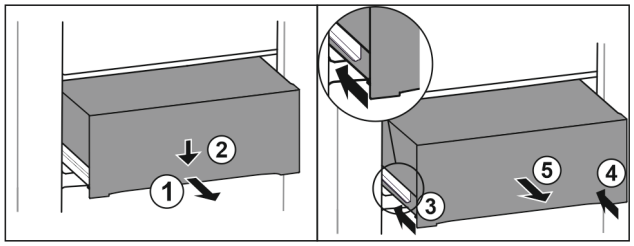

Fig. 196
▶ Extrageți pe jumătate sertarul. *Fig. 196 (1)*
▶ Apăsați în jos sertarul pe partea frontală. *Fig. 196 (2)*
▶ Inserați șina stângă aproximativ 2 cm. *Fig. 196 (3)*
▶ Inserați șina dreaptă aproximativ 2 cm. *Fig. 196 (4)*
▶ Extrageți sertarul spre înainte. *Fig. 196 (5)*